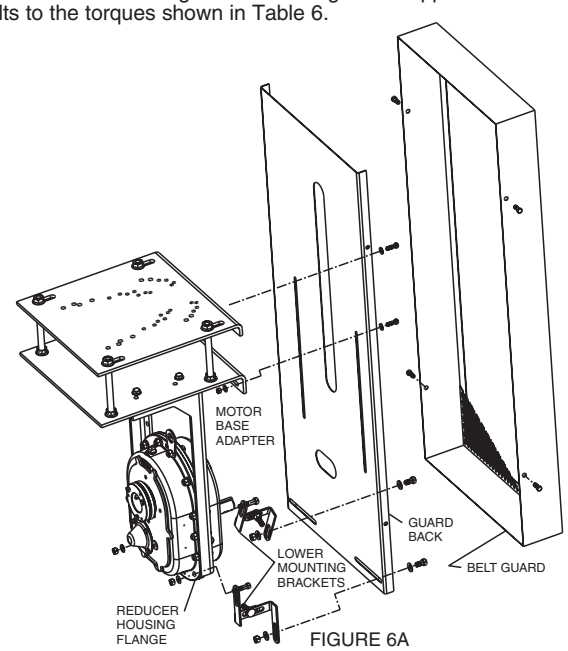

FIGURE 6A
6.1 The mounting kit consists of: (Refer to Figure 6A)
6.2 Assemble the two piece lower mounting brackets as shown in Figure 6A. Tighten the bolts hand tight.